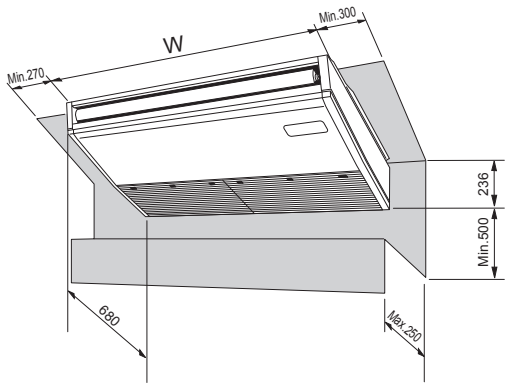

Fig. 2-1
2.1. Контурные габариты (Внутренний прибор) (Fig. 2-1)